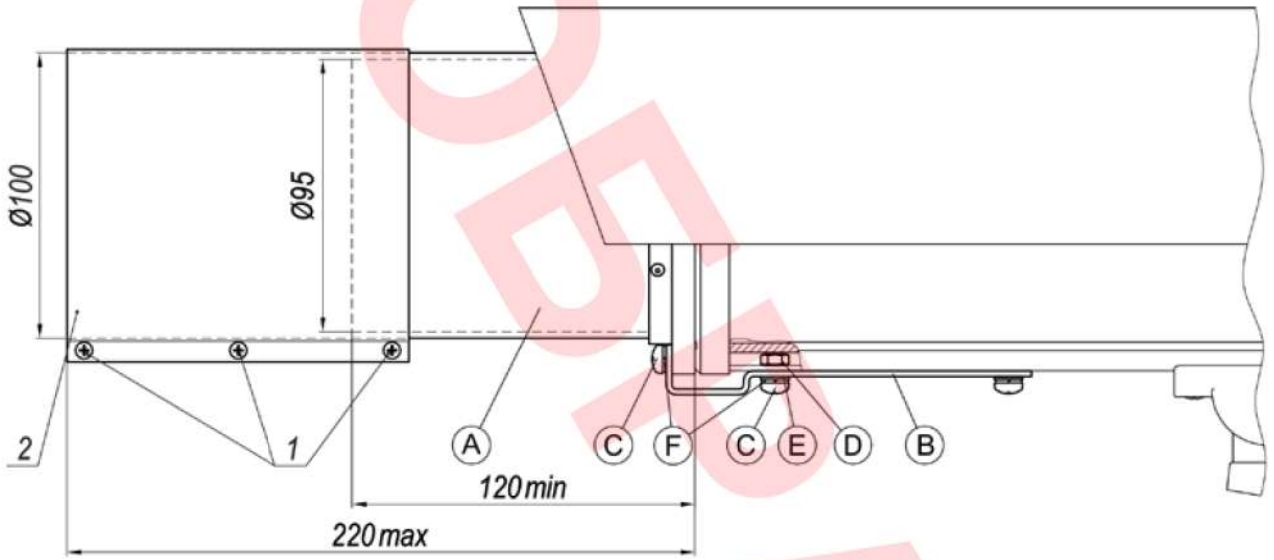

Рис.1 Установка бленды защитной на видеокамеры в термокожухах ТГБ-4Г Ex, ТГБ-4Р Ex
1. Габаритные размеры ..... см. рис.1
Установка бленды защитной на видеокамеры в термокожухах ТГБ-4Г Ex, ТГБ-4Р Ex показана на рис.1.
Для изменения длины бленды необходимо ослабить винты поз.1 (рис.1,2), переместить хомут поз.2 на нужное расстояние, после чего винты затянуть.